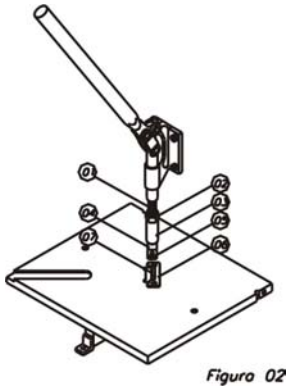

Figura 02
O pressionador deve ser regulado por esperimentação. Conforme figura 02, deve-se soltar a porca trava (02) figura 02, e em seguida afrouxar ou apertar a rosca de ajuste (01) figura 02, até a altura desejada para em seguida apertar a porca trava novamente.
É recomendável que a cada 40 horas de trabalho faça-se uma lubrificação na região da guia da alavanca figura 02 (08), e também do porta dobradiças, figura 02 (07), pois estas peças trabalham com movimento, e quando não lubrificadas poderão travar ou até danificar-se. Também é importante que sua prensa não fique exposta a possíveis intempéries, maresia, umidade e poeira e outros meios onde possa vir a danificar-se.